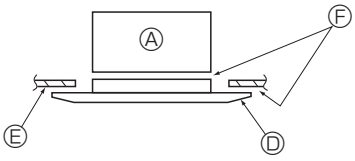

Fig. 10-7
* Compruebe que no haya huecos entre la unidad principal y el panel, o entre el panel y el techo. (Fig. 10-7)